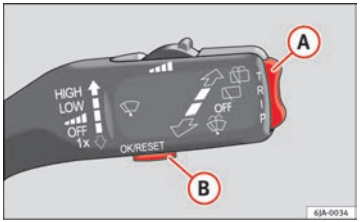

Fig. 34 Multifunction display: controls
The memory is selected by pressing button (B) ⇒ Fig. 34 ⇒ page 60.
The button to change the functions (A) ⇒ Fig. 34 and the button to delete the memory (B) are located on the window wiper lever.
– Briefly press the station button, (B) ⇒ Fig. 34.
– Briefly press the rocker switch (A) ⇒ Fig. 34 up or down. This displays the multifunction display functions in consecutive order on the screen.
– Keep the button (B) ⇒ Fig. 34 pressed.
At temperatures below +4 °C (+39 °F), the snowflake symbol is also displayed (frozen road surface warning symbol) and an audible warning is given. Pressing the rocker switch (A) ⇒ Fig. 34 ⇒ page 60 shows the last displayed function.
The display shows the time you have covered since the memory was last reset. If you wish to measure the duration of a journey from a specific moment, the memory must be deleted by pressing the button, (B) ⇒ Fig. 34 ⇒ page 60.
If you wish to measure the average fuel consumption from a specific period, the memory must first be deleted by pressing the button, (B) ⇒ Fig. 34 ⇒ page 60. While driving the first 300 m after deleting the memory this value is not shown on the display.
The display shows the distance you have covered since the memory was last reset ⇒ page 59. If you wish to measure the duration of a journey from a specific moment, the memory must be deleted by pressing the button, (B) ⇒ Fig. 34 ⇒ page 60.
The display shows the average speed in km/h (mph) calculated from the last time the memory was reset ⇒ page 59. If you wish to measure the average speed from a specific period, the memory must first be deleted by pressing the button, (B) ⇒ Fig. 34 ⇒ page 60.
– Press the button, (A) ⇒ Fig. 34 ⇒ page 60 select **Speed warning**.
– Press the button, (B) to activate the possibility of adjusting the speed limit.
– Press the button, (A) to select the required speed limit, i.e. 50 km/h (31 mph).
– Press the button, (B) to confirm the selected speed or wait several seconds until the adjustment is automatically stored.
– Press the button (B) to set the current driving speed as the speed limit.
– Press the button, (B) to reset the speed limit.
– Press the button, (B) again to activate the possibility of adjusting the speed limit.